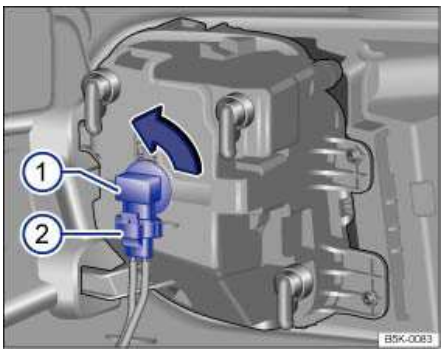

Fig. 179 Remove the bulb in the fog light.
3.	Release the connector ⇒ fig. 179 (2) and pull it off.